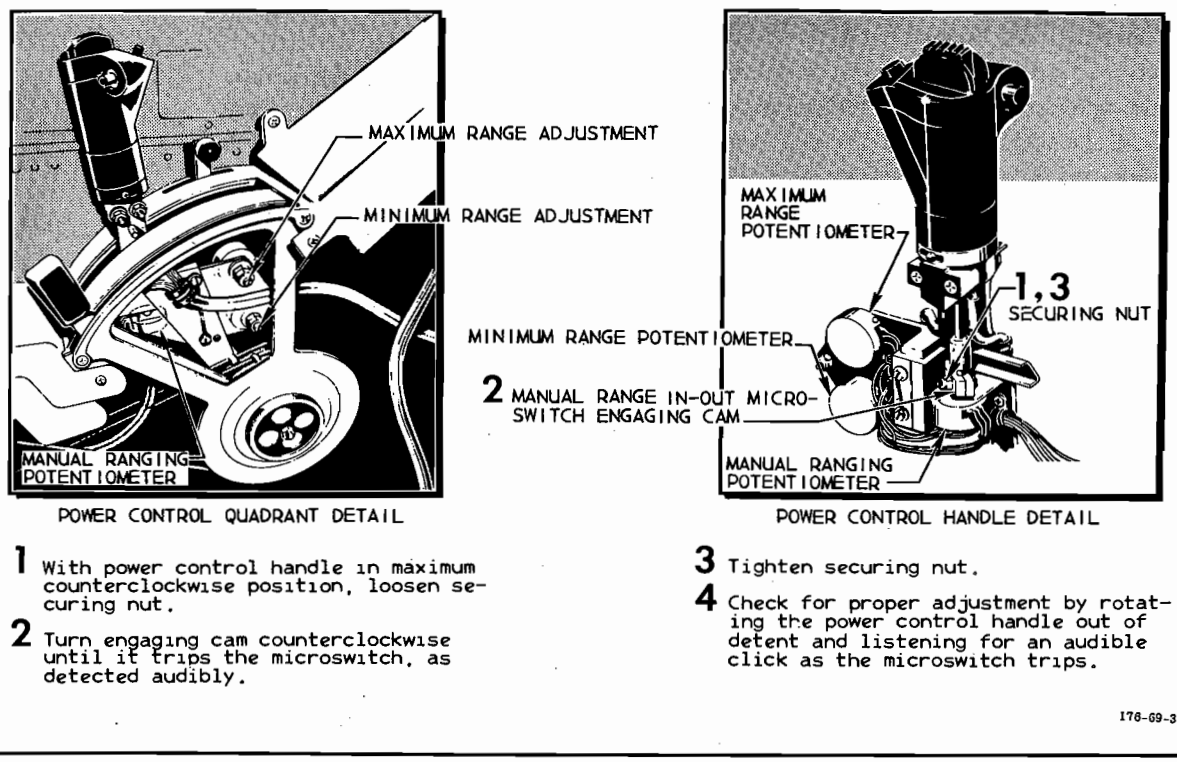

Figure 9-40. Manual Ranging Control Adjustments
c. Adjust minimum range potentiometer so that, when twist grip is rotated to the full clockwise position, range dial on sight head will read 1200 feet. (See figure 9-40.)